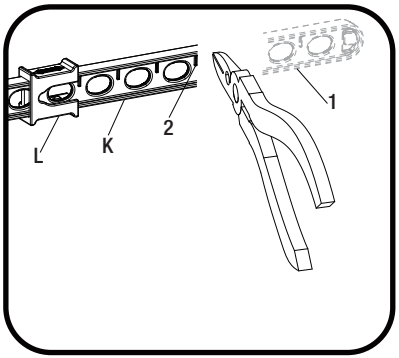

Fig. 2
- □ Una vez que hayas identificado el orificio adecuado en la presilla de la varilla de elevación (K) que es necesario para tu instalación, puedes recortar la porción inferior (1) de la presilla de la varilla de elevación (K) partiendo con alicates o cortando con una sierra en el punto de corte (2), como se muestra en la Fig. 2. Asegúrate de que la presilla (L) no se salga de la correa de la varilla de elevación (K).